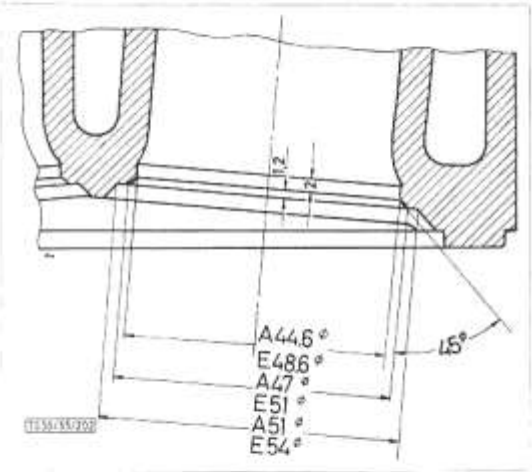

Bild 22a: **Ventilsitzmaße**
2. Die Bohrung unterhalb des Ventilsitzes ungefähr 2 mm mit Reguliersenker nachsetzen (Bild 22a), u. zw. gibt es wieder 2 Reguliersenker (W 7077 und W 7078) mit Außendurchmesser 48,6 mm für Einlaß und 44,6 mm für Auslaß.